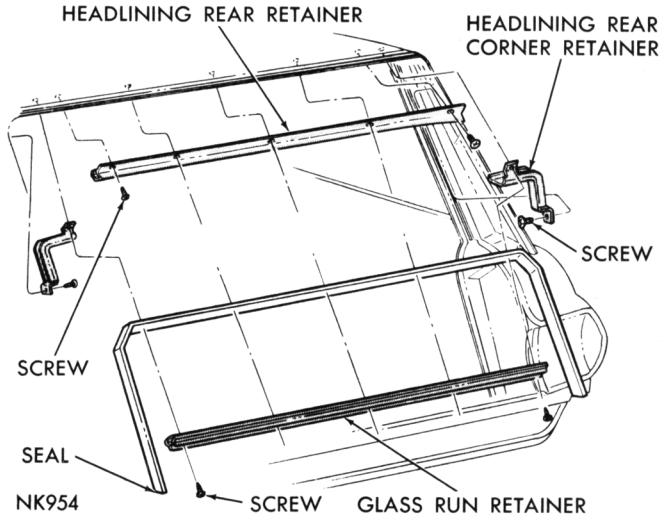

Fig. 62—Upper Run Retainer and Seal
(1) Remove five screws attaching the glass run retainer to roof rear header and remove retainer (Fig. 62).
(2) Remove seal assembly from roof rear header.
(3) Remove headlining rear corner retainer, if necessary.
(4) Remove roof headlining rear retainer from roof